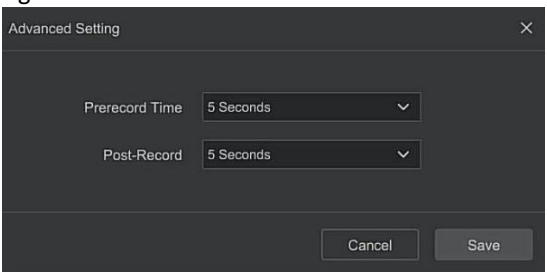

Figure 5-113
- **More Settings:** You can set the prerecord time(s) and post-record(s), as shown in Figure 5-113 below.